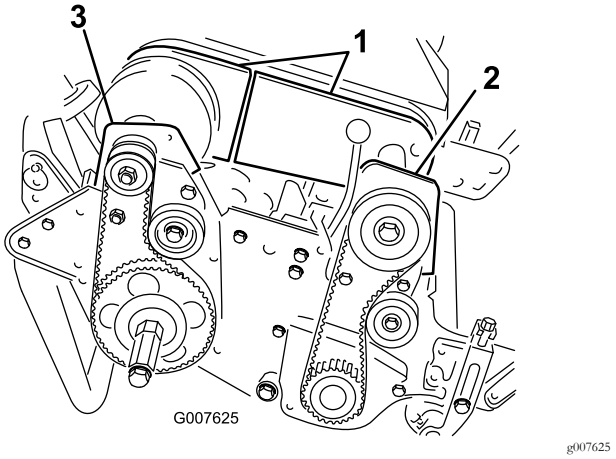

**Figur 42**
4. Afmonter boltene, som fastgør differentialeskærmens forreste og bageste del på differentialehuset, og skub skærmdelene væk for at frilægge remmen (Figur 42).
6. Afmonter de to bolte og låsemøtrikker, som fastgør det forreste koblingshus på sidepladen (Figur 42).
8. Afmonter de to bolte og låsemøtrikker, som fastgør det højre baglejehus til sidepladen (Figur 42).